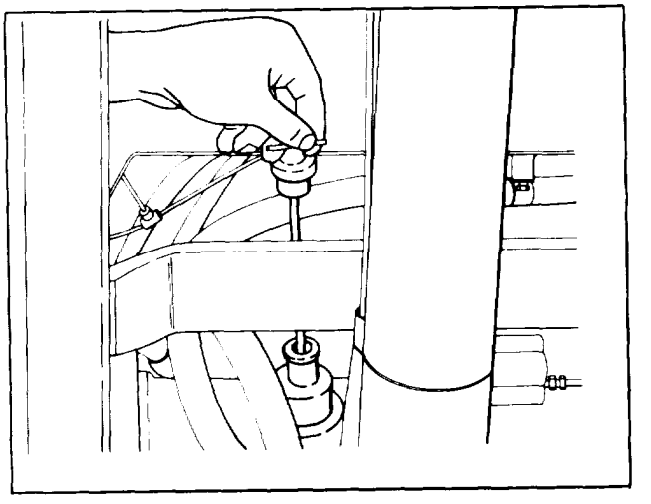

Figure 2-3. Transmission Fluid Level Check
d. Transmission Fluid Level — The transmission dipstick is located in the differential housing between the drive wheels under the front dash support. Easier access may be gained for dipstick removal by tilting the upright forward. Check fluid level on dipstick with engine running and transmission in neutral, with parking brake set. See figure 2-3.